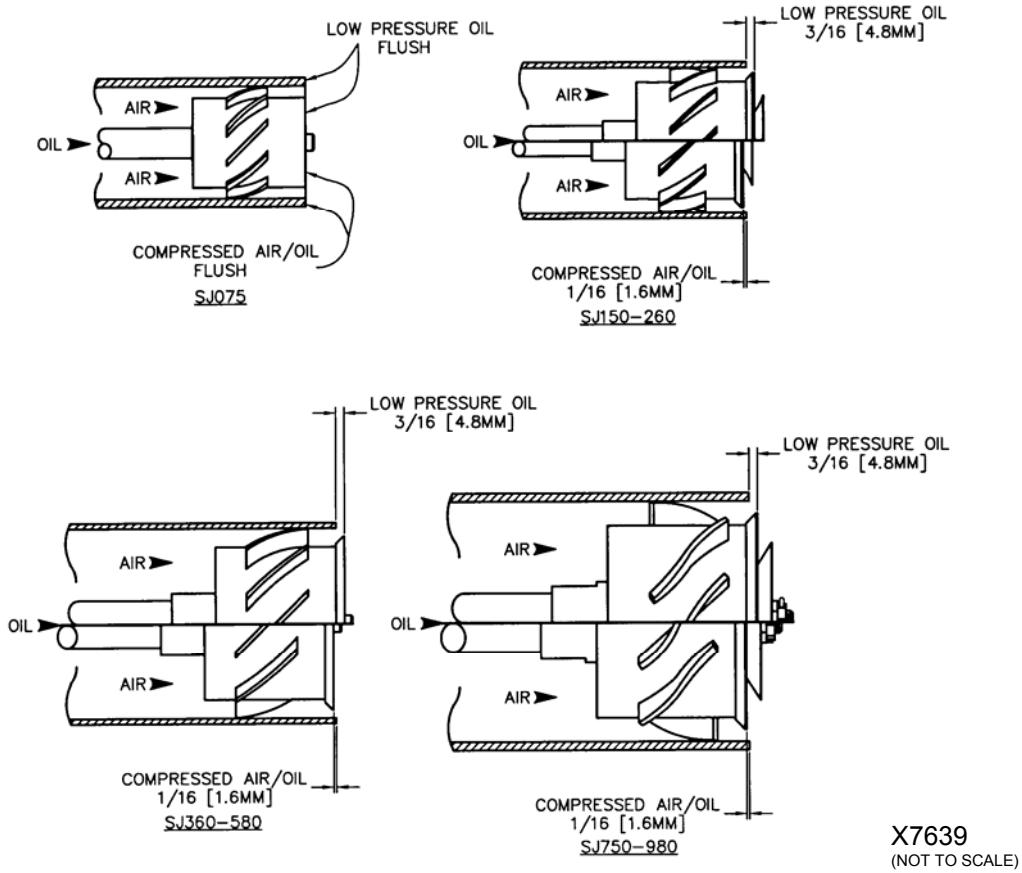

Figure 16. Oil Nozzle Position
The position of the fuel oil nozzle affects its ability to atomize the oil. The low pressure nozzle or compressed air nozzle should be positioned as shown in Figure 16.
3. Note the present orientation of the nozzle while assembled in the burner. Determine if the nozzle must be retracted into or extended out of the primary air tube (see Figure 16).